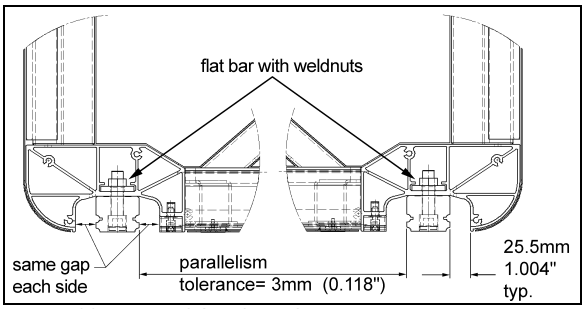

**FIGURE 28: RAIL POSITIONING**
| *The rail is bolted to a flat bar on which weldnuts are mounted. The flat bar is inserted in the slide-out lower body extrusion and can be removed through the end cap (*Figure 28*).* |
8. Adjust the rail position per Figure 28. For each rail, make sure the gap is the same on both sides of the rail. Use acetal blocks to inspect the gap.